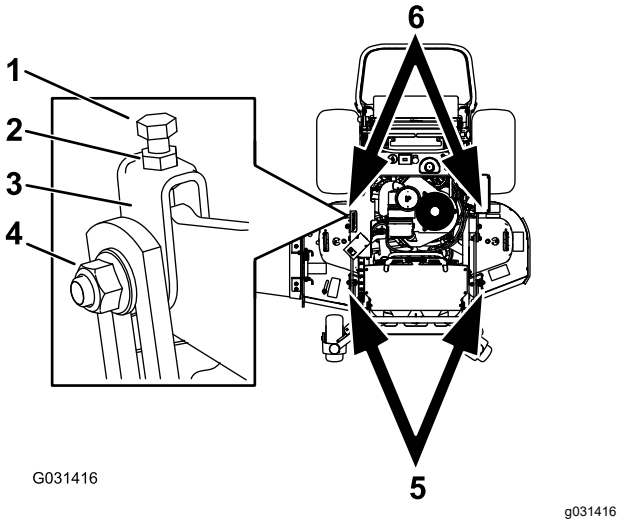

Figura 84
1. Afloje la contratuerca y el perno lateral de las horquillas que desea ajustar (Figura 84).
2. Gire el perno superior de las horquillas para ajustar la altura de la carcasa de corte (Figura 84).
5. Si la medida no es correcta, localice las dos horquillas en la máquina (Figura 84).